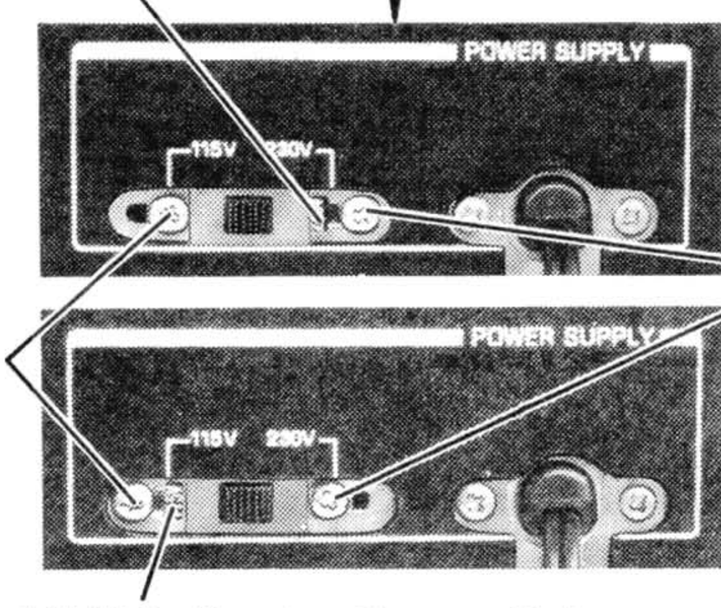

Figure 3.
1. Loosen two BID screws (A) (344, 3ø x 10mm) to their halves holding the jack plate and the switch (S7). Their tips have been already locked but by exceeding to loosen them, the switch may get out of place. When they become tighter, don't loosen them moreover.
2. Slide the washers and screws (A) to the right or left side by using your finger tips. (In this case, be careful not to injure the jack plate with the washers.)
3. After confirming that the "115V" or "230V" printed on the jack plate indicates same voltage as on the label of the switch through the holes at the each side, tighten the two screws (A). (See figure 3.)